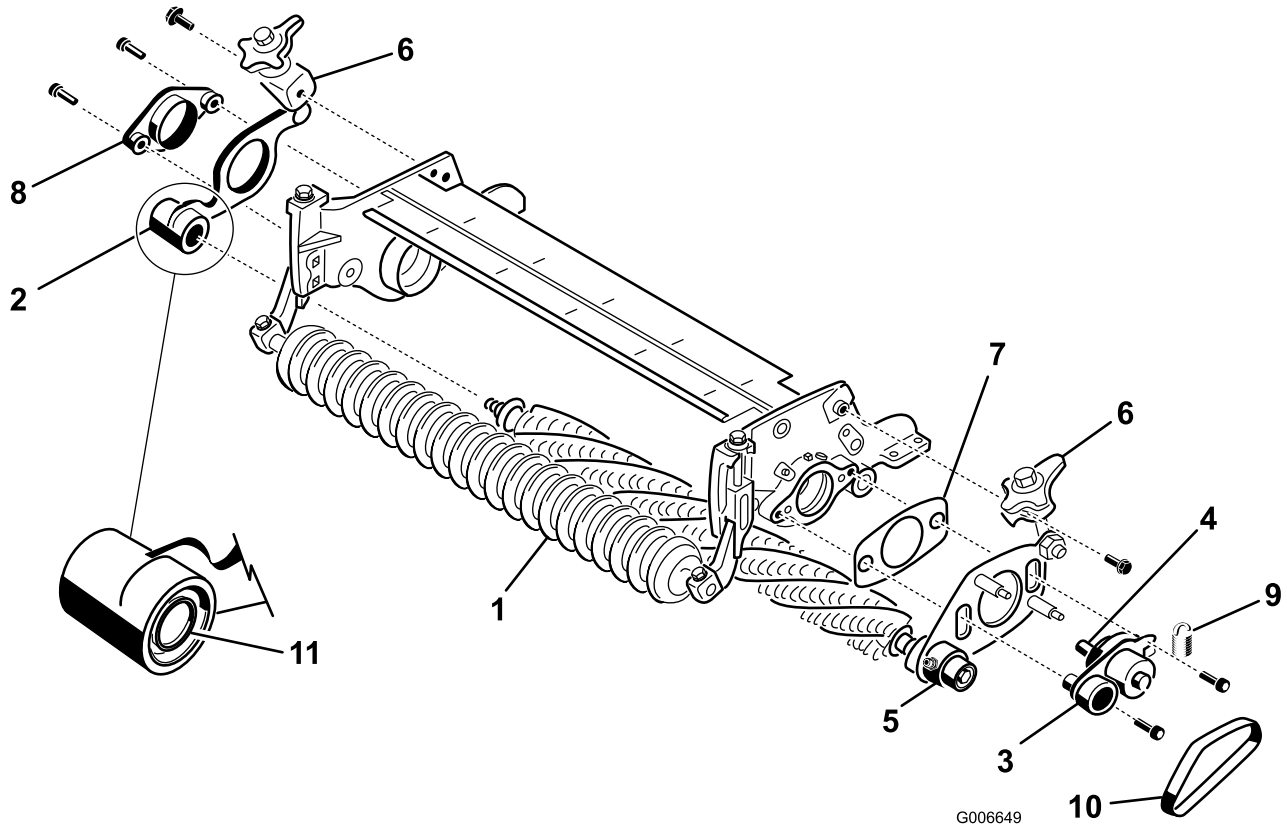

Figuur 9
14. Schuif de plaat van de groomer met behulp van de snelhendel van de groomer-as, vanaf de **niet-aangedreven** zijde van de groomer-constructie (Figuur 9).
16. Monteer de draaispil, de plaat van de aangedreven zijde van de groomer met de snelhendel en het opvulstuk aan de zijplaat van het maaidek met twee 3/8 x 1 inch inbusbouten vanaf de aangedreven zijde van het maaidek (Figuur 9). Smeer vóór installatie blauwe Loctite op de schroefdraden.
17. Monteer de plaat van de niet-aangedreven zijde van de groomer op de groomer-as (Figuur 9). Zorg dat de afdichtveer er niet af raakt.
18. Zet de draaispil (niet-aangedreven zijde) vast aan de zijplaat van het maaidek met twee 3/8 x 1 inch inbusbouten (Figuur 9). Smeer vóór installatie blauwe Loctite op de schroefdraden.
20. Monteer de snelhendels op de zijplaten met 3/8 x 3/4 inch flenskopbouten (Figuur 9).
21. Plaats de riem van de groomer op de poelies (Figuur 9). Zorg dat de ribbels op de riem goed in de groeven op elke poelie zitten.